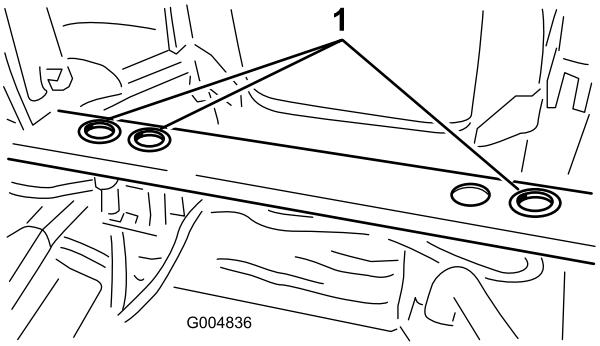

**Rysunek 7**
11. Umieść gumowe przelotki w trzech otworach w punkcie mocowania ramy tylnej, jak widać na Rysunek 7.